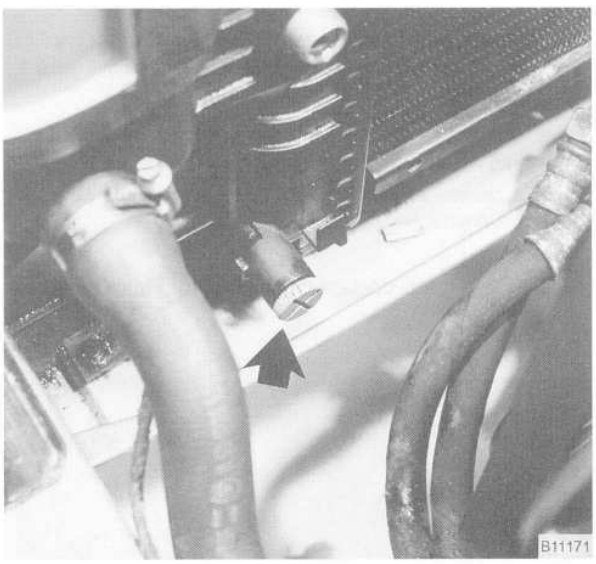

Fig. 5. Radiator drain plug (**arrow**).
3. Place a 3-gallon pail beneath the radiator drain plug. Remove the drain plug. See Fig. 5.